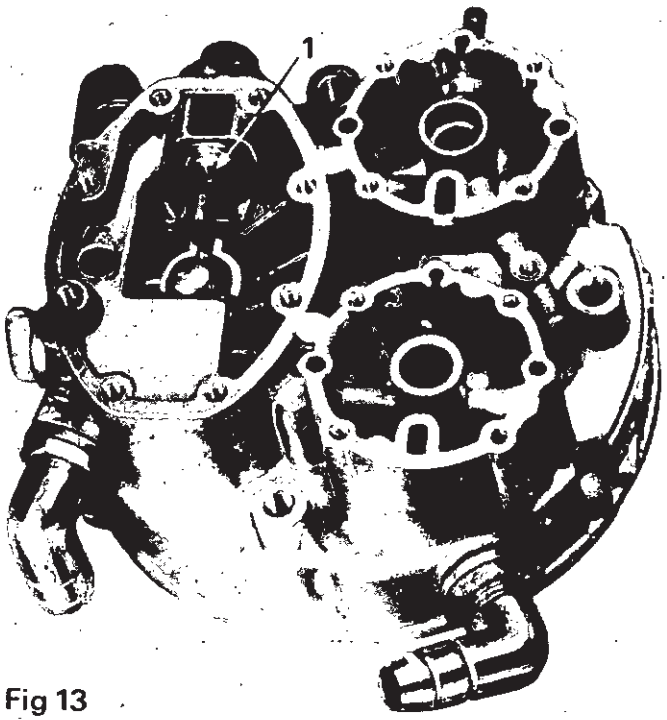

Fig 13
b) Vérifier l'état du siège de la soupape du 1er stade, si elle est abimée, la remplacer. (Fig 13)